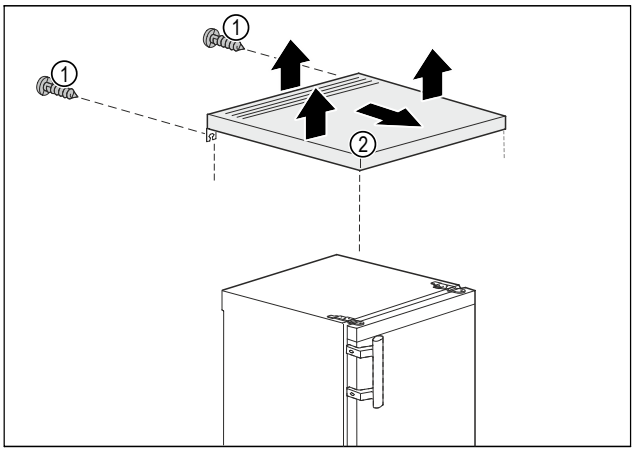

Fig. 3
▶ Izņemiet aizmugurē esošās skrūves *Fig. 3 (1)*.
▶ Paceliet galda plātnes *Fig. 3 (2)* aizmugurējo daļu.
▶ Pabīdiet galda plātni *Fig. 3 (2)* virzienā uz priekšu.
▶ Noņemiet galda plātni *Fig. 3 (2)* virzienā uz augšu.
▷ Galda plātne *Fig. 3 (2)* ir noņemta.